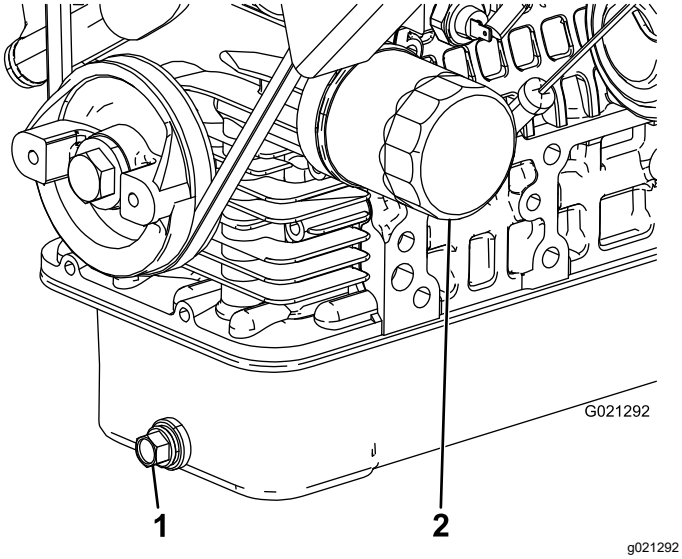

Figur 45
2. Fjern tappepluggen (Figur 45) og la oljen renne ut i et tappefat.
4. Ta av oljefilteret (Figur 45).